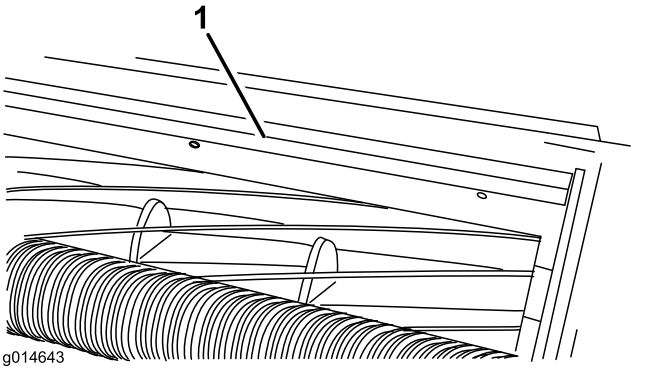

Rysunek 19
1. Poluzuj śruby mocujące belkę górną (Rysunek 19) do zespołu tnącego.